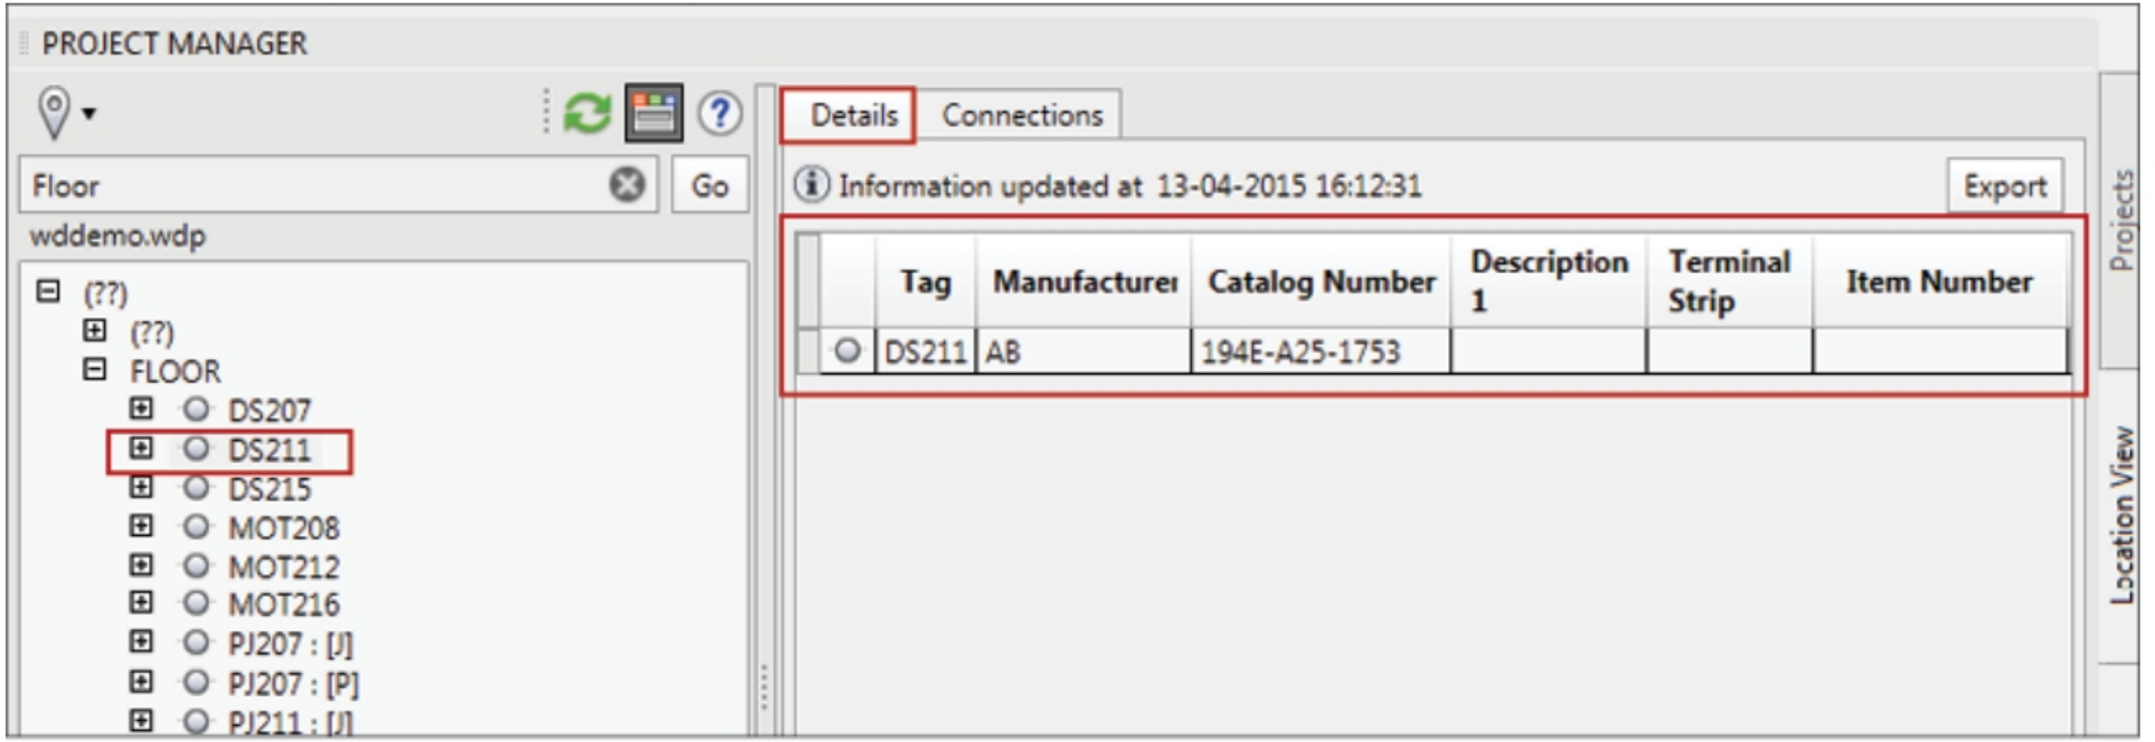

Figure-49. Details of a component
- Select a component from the left pane of the **Project Manager**. The detail of the component will be displayed in the **Details** tab of the **Project Manager**; refer to Figure-49.